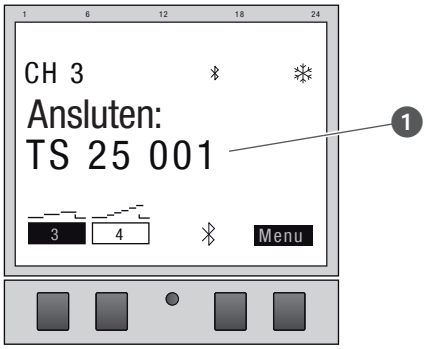

Bild 24: Kanalutökningen är ansluten med kopplingsuret
9. Kanalutökningen visar namnet på enheten vid en aktiv anslutning (Bild 24/❶).